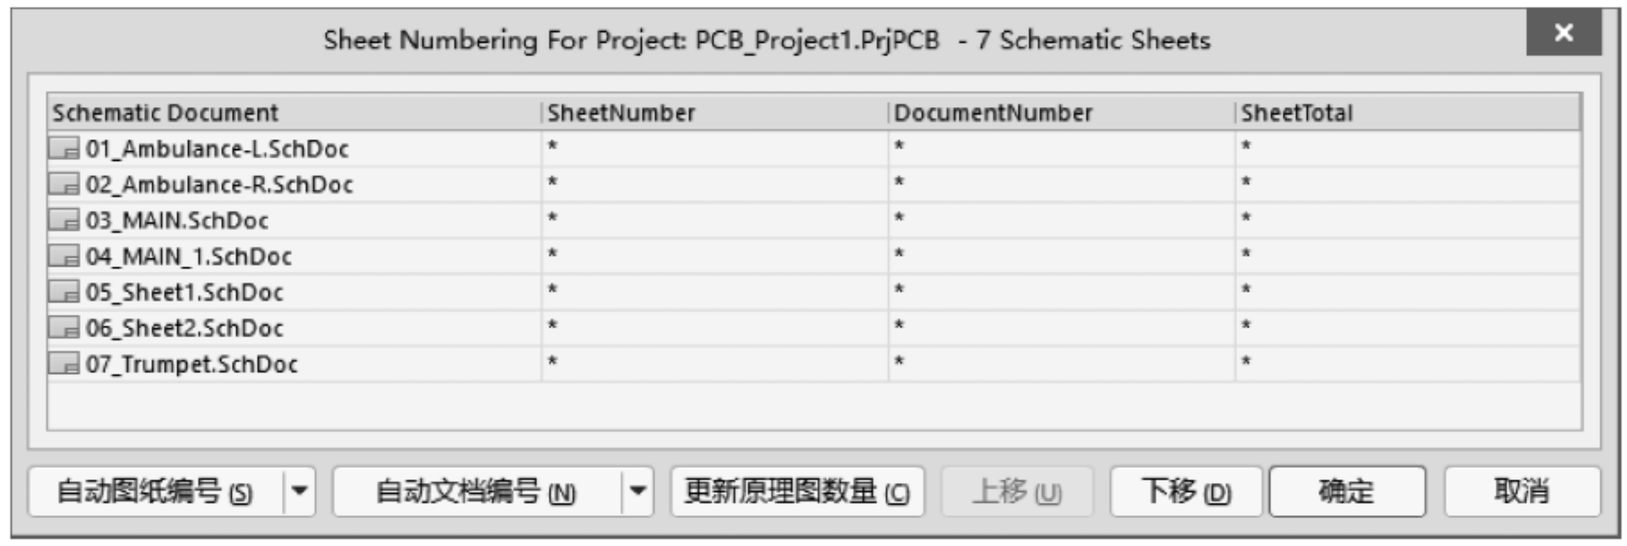

图 1-10　Sheet Numbering For Project 对话框
(1) 给每个原理图页面进行编码,执行菜单栏中“工具”→“标注”→“图纸编号”命令,或按快捷键 T+A+T,打开 Sheet Numbering For Project 对话框,如图 1-10 所示。